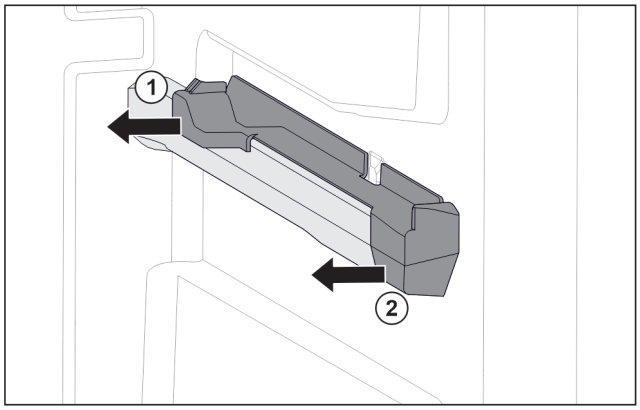

Fig. 102 Attachment on the right moulded rib
▶ Pull off attachment at the back sideways. *Fig. 102 (1)*
▶ Pull off attachment at the front sideways. *Fig. 102 (2)*